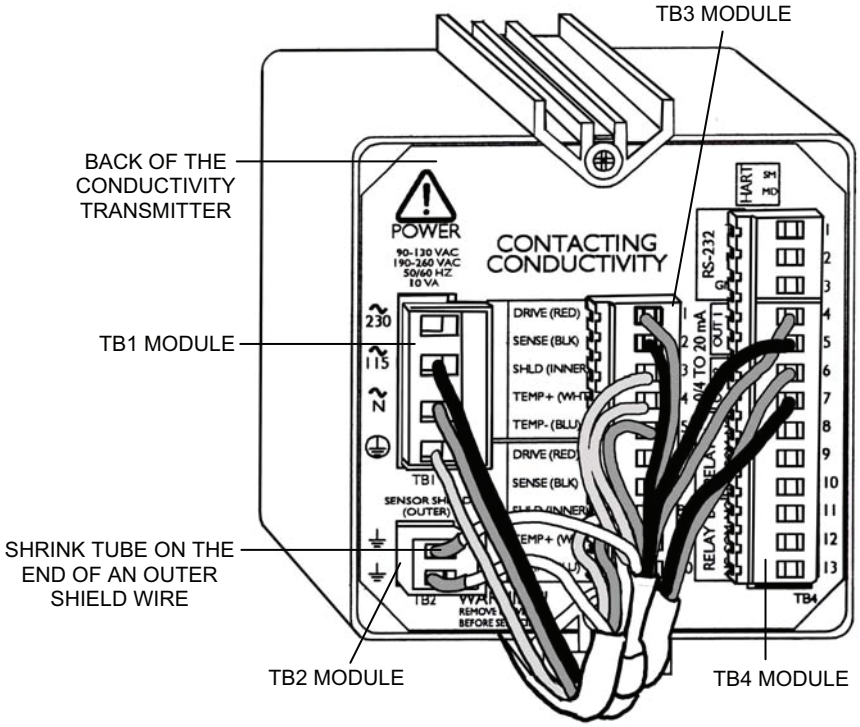

Figure 10. Conductivity Sensor Wiring Connections to the Conductivity Transmitter.
f. Disconnect the sensor outer shield wire from module TB2 and the sensor red, black, inner shield, white, and blue wires from module TB3 at the back of the conductivity transmitter CIT-501 (see Figure 10).
5. Connect the sensor wiring to the back of the transmitter as follows (see Figure 10):